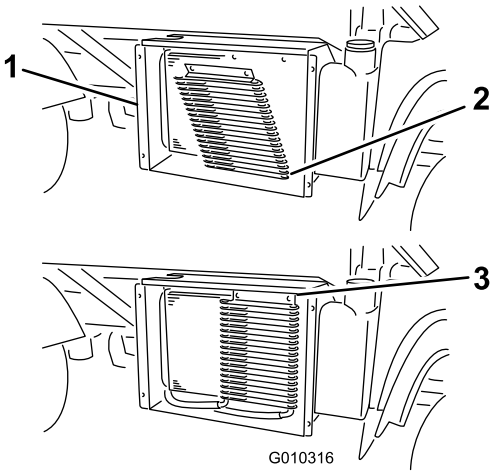

Figur 59
3. Roter sperrene og sving oljekjøleren bort fra radiatoren, hvis utstyrt med dette (Figur 59).